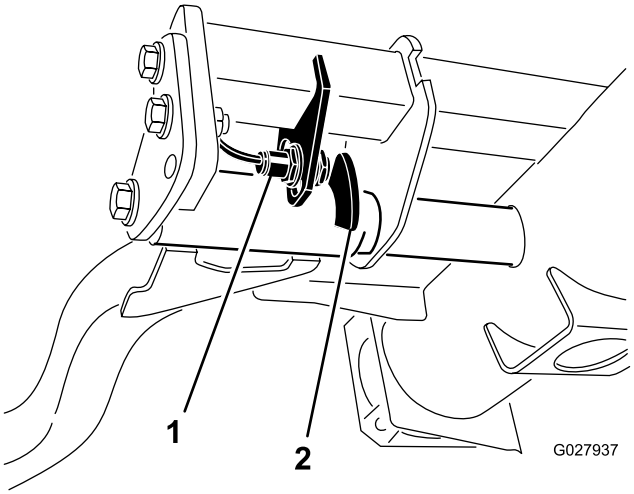

Figur 39
2. Løftearmskontakten er placeret under hydrauliktanken bag løftearmen forrest til højre (Figur 39).